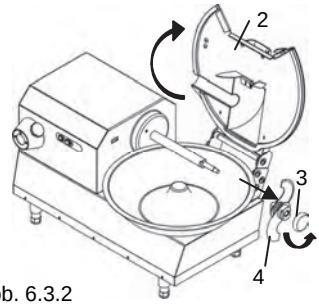

Abb. 6.3.2
- Deckel anheben 2 Abb. 6.3.2.
- Sperrgriff der Trägernabe der Schnittwerkzeuge lösen 3 Abb. 6.3.2.
- Trägernabe der Schnittwerkzeuge von der Welle ziehen 4 Abb. 6.3.2.
- Deckel anheben 2 Abb. 6.3.2 und aus seinem Sitz nehmen.